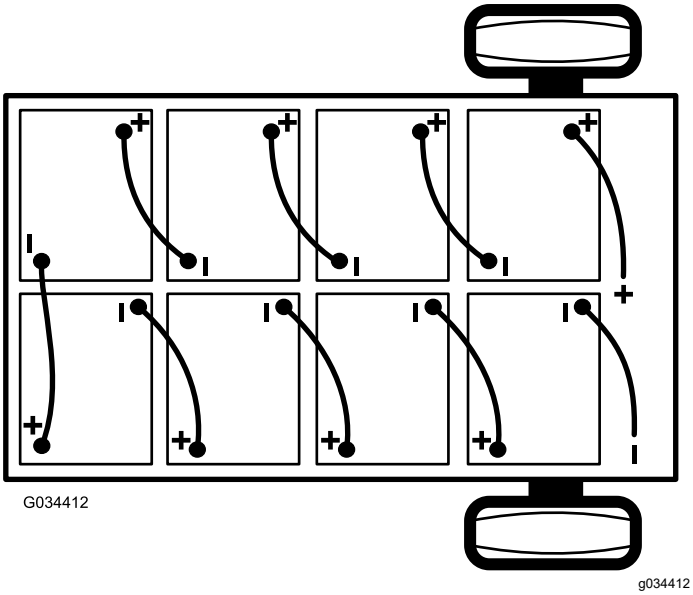

Figura 42
2. Desligue o fio negativo principal da bateria (preto) que liga o banco das baterias ao ponto de ligação à terra da máquina (Figura 42).
3. Desligue o fio positivo principal da bateria (vermelho) que liga o banco das baterias ao contactor principal da máquina (Figura 42).
Nota: Obs.: Preste atenção à polaridade das baterias quando trocar de baterias (Figura 42).
6. Faça a ligação das baterias como se mostra na Figura 42 com os cabos de interligação das baterias que removeu no passo 1.
2. Ligue o fio positivo principal da bateria (vermelho) entre o banco das baterias e a máquina (Figura 42).
3. Ligue o fio negativo principal da bateria (preto) entre o banco das baterias e a máquina (Figura 42).